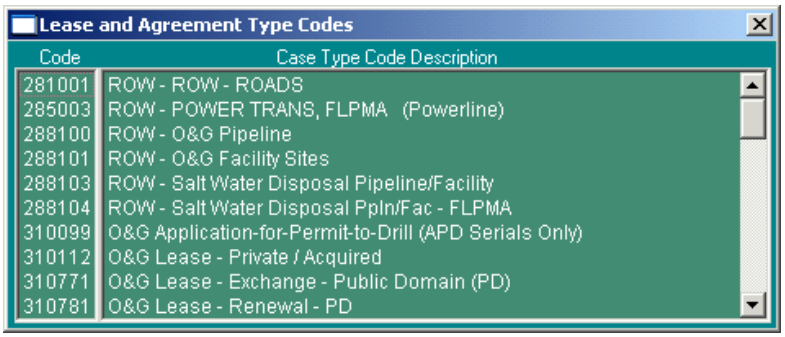

Figure 3-5: Picklist for Lease and Agreement Type Codes
4. **Case Type Cd** *(mandatory entry)*: Click the button to the right of the **Case Type Cd** field. This launches the **Lease and Agreement Type Codes** picklist (Figure 3-5). Click in the left column under **Code** to make a selection. The data field in *GLB.63* will be populated.